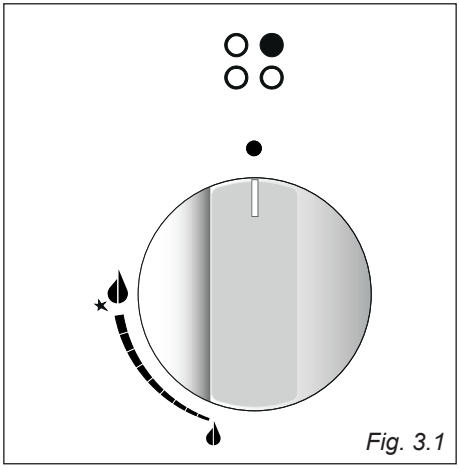
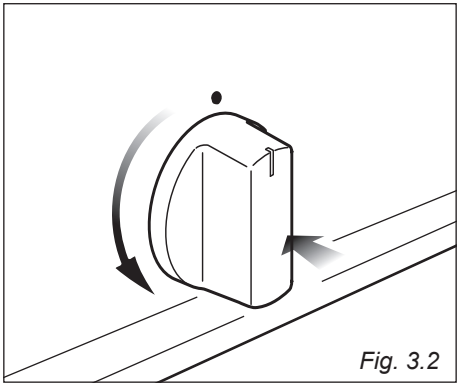

Fig. 3.1
Fig. 3.2
Gas flow to the burners is adjusted by turning the knobs (illustrated in figs 3.1) which control the safety valves.
1. Press in the corresponding knob and turn counter-clockwise (fig. 3.2) to the full flame position marked by the symbol (fig. 3.1); hold the knob in until the flame has been lit.